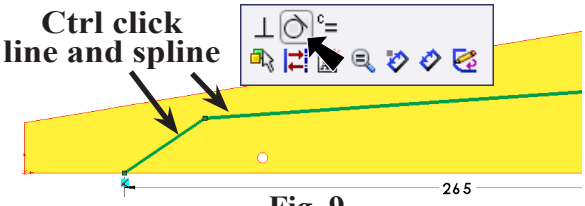

Fig. 9
Step 10. **Ctrl click line and spline** to select both. Release Ctrl key and click **Make Tangent** on the Content menu, **Fig. 9**.